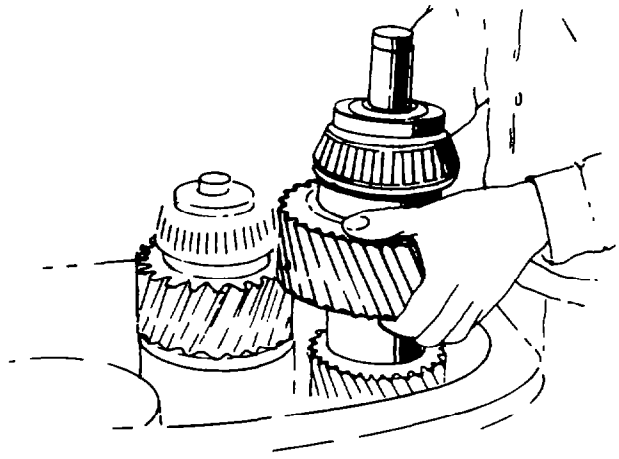

Fig. 250 — Installing Mainshaft Assembly
l. Turn the transfer case to the vertical position with the rear of the case facing up and install the mainshaft assembly (see fig. 250).